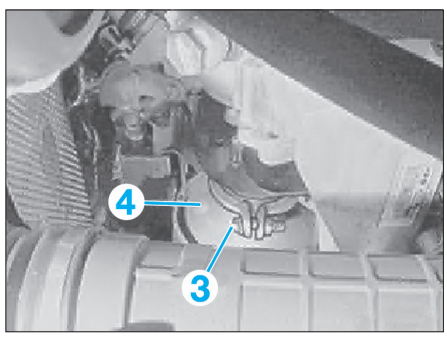
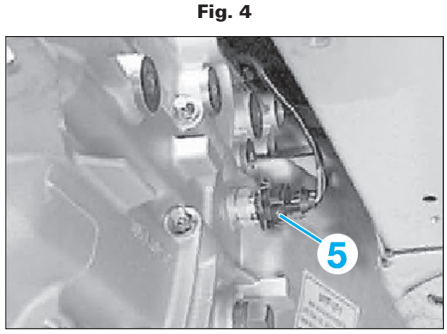

Fig. 4
Fig. 5
• Desserrer la vis (3) **(Fig.4)**.
• Tourner l'ensemble filtre à particules avec précatalyseur (4) sur le côté.
• Débrancher le connecteur (5) du contacteur de feu de recul et dégager le câble des attaches **(Fig.5)**.